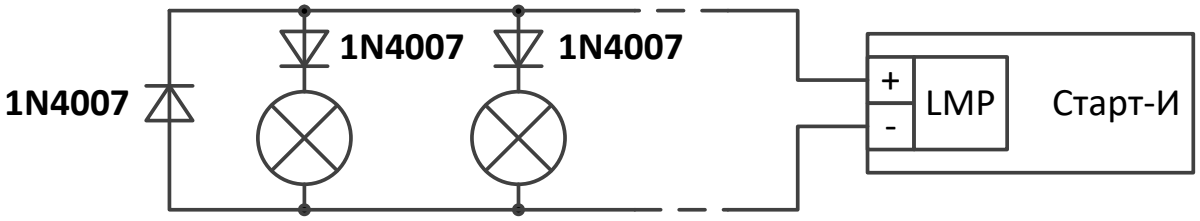

Рис. 22
- Схема подключения **световых оповещателей** представлена на рис. 22.